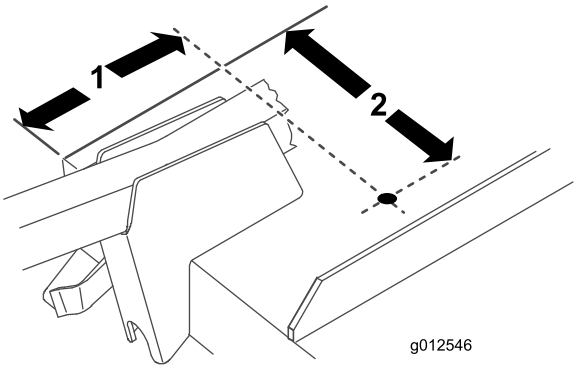

Figur 18
1. Bruk målene i Figur 18, finn, merk og bor et hull med diameter på 13/32 tomme i klippeenheten. Målene som vises er fra fremre høyre hjørne av klippeenheten og fra kanten på utslippsåpningen. Blåserbrakettene er fjernet for klaring.